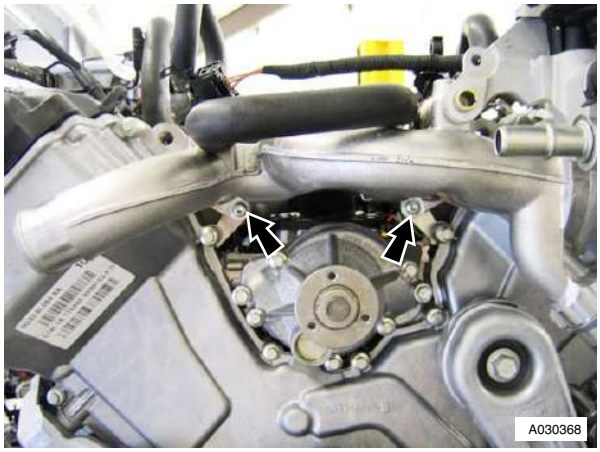

Figure 9
11. Remove 4th bolt of vacuum tank bracket fixing (refer to Figure 9).
12. Remove coolant manifold (bolts x4) (refer to Figure 9).